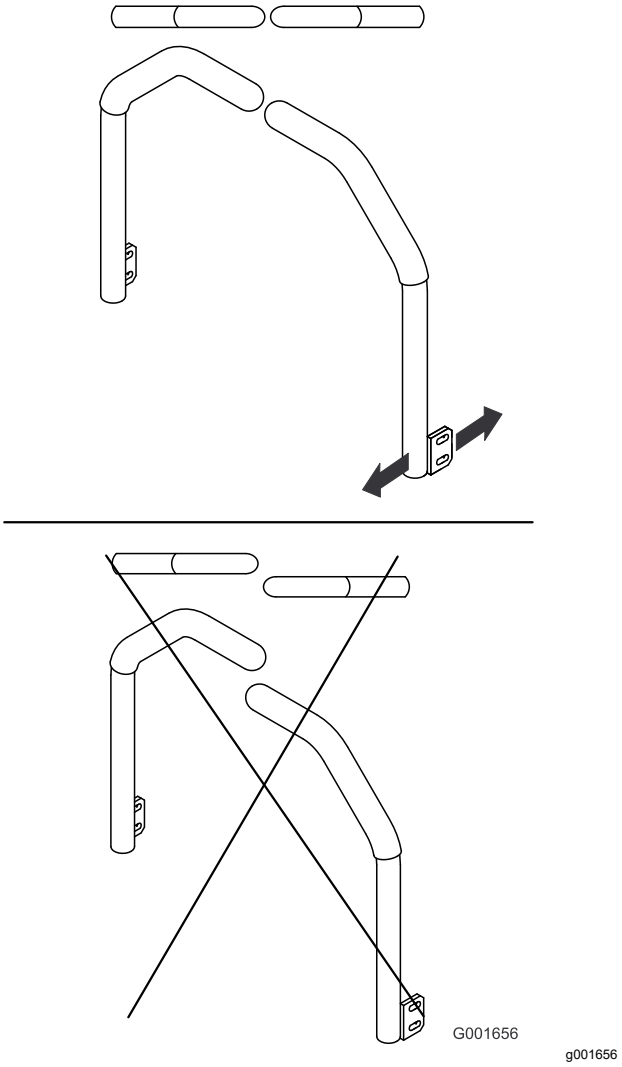

Figuur 56
5. Stel de rijhendels zodanig af dat ze in een lijn staan en draai de bouten vast waarmee de rijhendels worden bevestigd aan de steunen (Figuur 56).